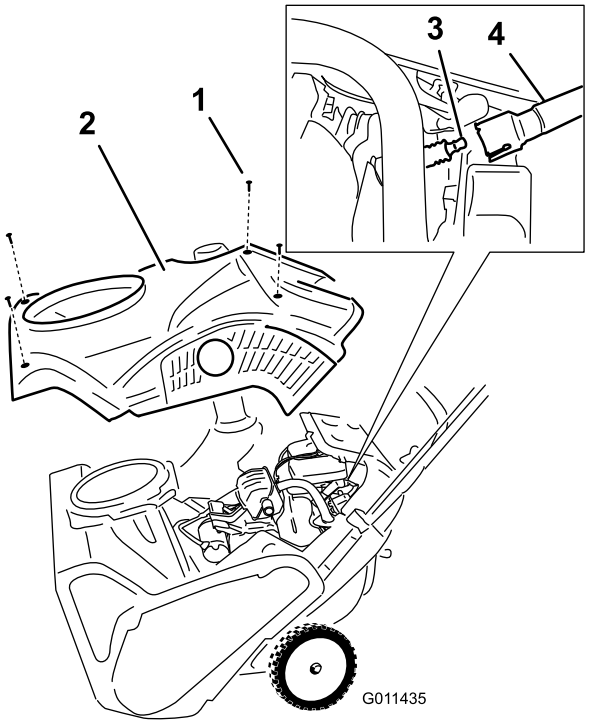

Figur 34
4. Ta bort de 4 skruvarna som håller fast höljet (Figur 34).
1. Skruv (4)
6. Ta bort höljet (Figur 34).